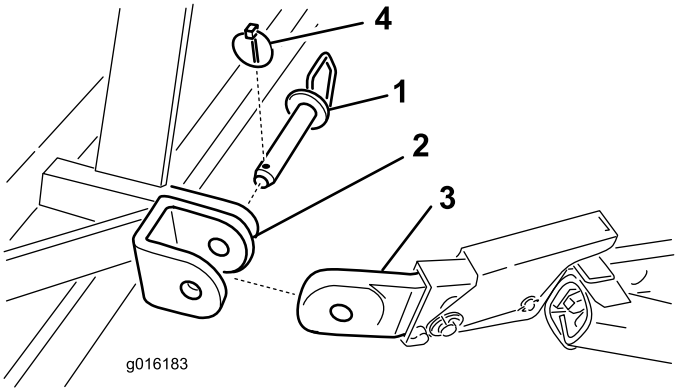

**Figuur 4**
5. Bevestig de onderste verbindingsarmen met koppelpennen en lynchpennen op de montagebeugels van de beluchter (Figuur 4).